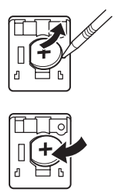

Fig. 2
6. Con el lado negro de la cinta mirando para arriba, colocar uno de los carretes en el eje del carrete de la izquierda. (Fig. 2) Asegurarse de que el carrete esté firmemente colocado en su lugar.
2) Turn the power on and feed the paper by pressing [↑]. (Fig. 2)
2) Conecte la alimentación y haga avanzar el papel apretando [↑]. (Fig. 2)
3) Remove the exhausted battery and install one new lithium battery. Wipe the battery well with a dry cloth and place the plus "+" side upward. (Fig. 2)
3) Retire la pila agotada e instale una pila de litio nueva. Limpie bien la pila con un paño seco y coloque el lado positivo "+" hacia arriba. (Fig. 2)